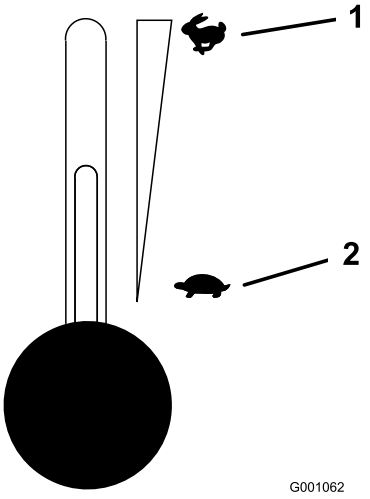

**Figuur 13**
5. Zet de gashendel in de middelste stand (Figuur 13).
2. Zet de gashendel halverwege tussen LANGZAAM en SNEL (Figuur 13).